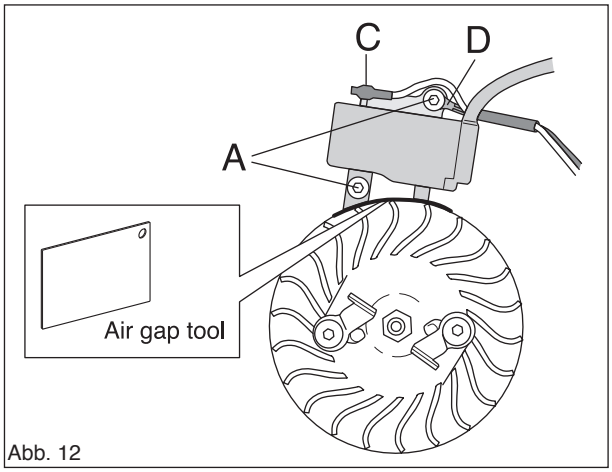

Abb. 12
Schwungrad drehen, sodass sich die Magneten vor dem Zündmodul befinden. Gleichzeitig Zündmodul und Kunststoffprüflehre (502 51 34-02) montieren, ohne die Schrauben anzuziehen. Das Erdkabel (schwarz) (A) anbringen. Den Abstand zwischen Zündmodul und Magnet auf 0,3 +/– 0,1 mm einstellen. Das Maß gilt für die beiden untersten Nasen am Zündmodul. Die Schrauben mit 4,5–6 Nm anziehen. Das blaue Kabel am Zündmodul anbringen. (Siehe Abb. 12.)